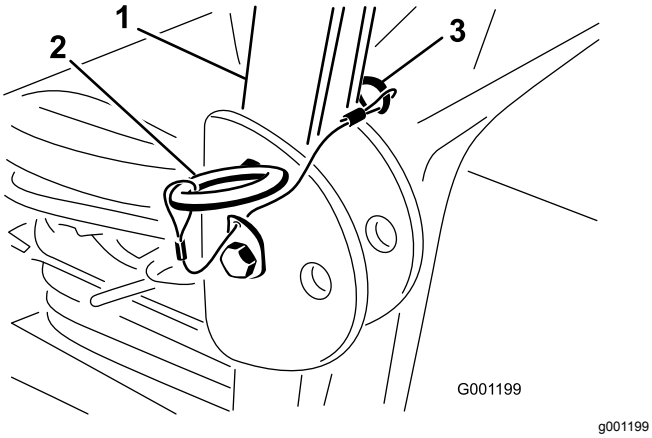

Figur 8
1. Ta bort hårnålssprintarna och de två tapparna från störtbågen (Figur 8).
2. Fäll upp vältskyddet till upprätt läge, montera de två tapparna och fäst dem med hårnålssprintarna (Figur 8).